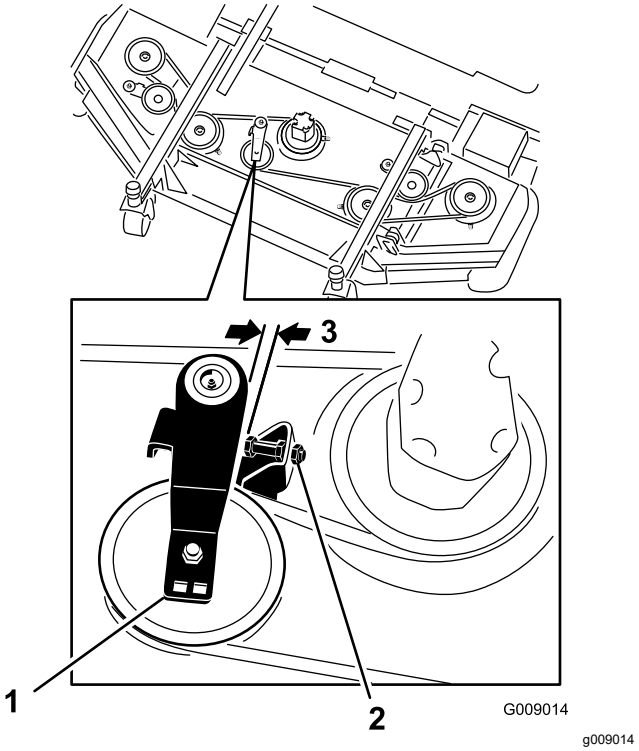

**Figuur 126**
3. Draai op het voorste maaidek in het midden de borgmoeren van de stopschroef van de spanpoelie los en draai de stopschroef in de beugel (Figuur 126).
4. Trek de spanpoelies van de zijmaaidekken weg van de drijfriem om deze te ontspannen en laat de drijfriem loskomen van de poelie van het zijmaaidek. Gebruik hiervoor een momentsleutel of soortgelijk gereedschap (Figuur 126).